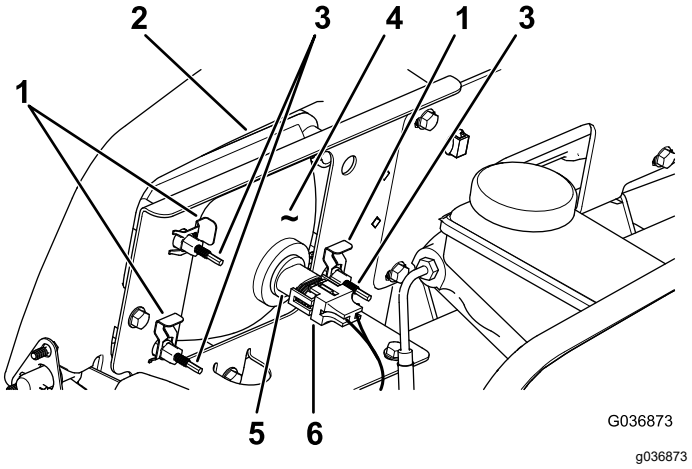

**Figur 55**
3. Koppla loss kablagets elektriska anslutning från lampenhetens kontakt (Figur 55).
4. Ta bort snabbklämmorna som fäster strålkastaren vid strålkastarfästet (Figur 55).
5. Demontera strålkastarenheten genom att flytta den framåt genom öppningen i den främre stötdämparen (Figur 55).
6. För in den nya strålkastaren genom öppningen i stötdämparen (Figur 55).
8. Anslut kablagets elektriska anslutning till lampenhetens kontakt (Figur 55).
2. Gå till baksidan av strålkastarenheten och vrid på justerskruvarna (Figur 55) för att svänga på enheten och rikta in ljuskäglan.